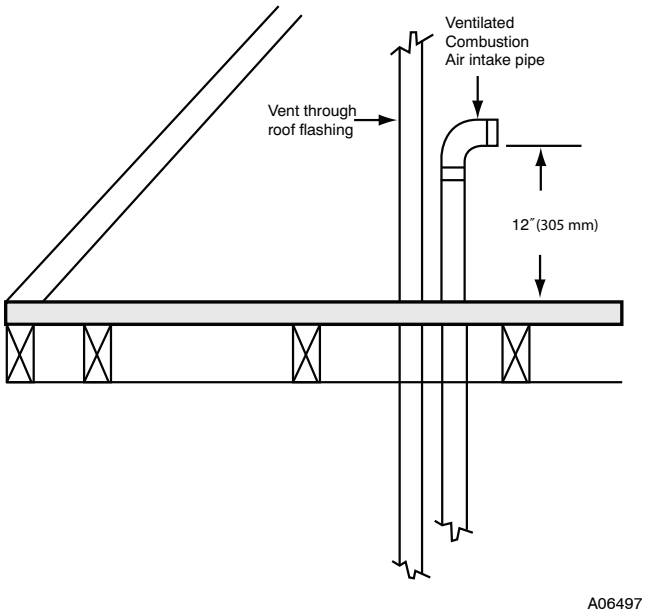

Fig. 27 - Attic Termination
Attic terminations require at least (1) 90 degree elbow, with the open end pointing horizontally or downward. The open end of the elbow must be at least 12 inches (305 mm) above any insulation or other materials. Screen the elbow with a wire mesh screen no smaller than 3/8 in. (10 mm) square. (See Fig. 27.)